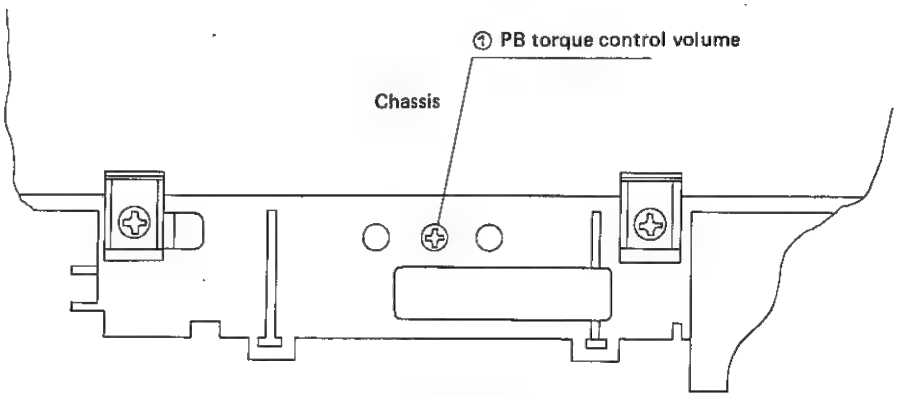

Figure 15.
- **Adjustment** (See Figure 15)
1. If the tape tension is strong lauger (smaller than 23 ~ 28 g), move the hook of the spring toward A (See Figure 15) and check tape tension again.
2. If the tape tension is weak (smaller than 23 ~ 28 g), move the hook of the spring toward B (see Figure 15), and check tape tension again.
3. After the tension arm spring hook has been moved, confirm that tape tension shows the specified value and fasten the screw lock ②.